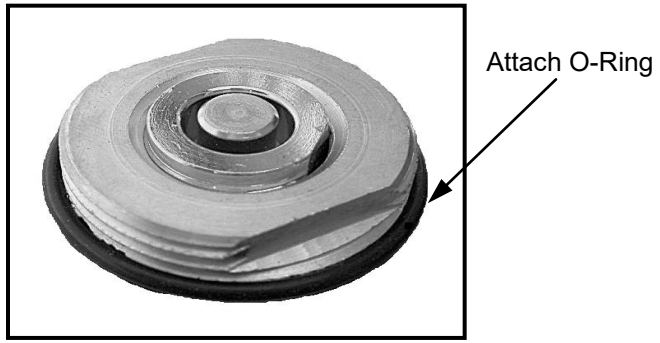

Fig. 2
3. Pre-Installation (Figure 2):
b. Ensure O-ring is properly seated around the NMO Mount as shown in Figure 2. (NMO Mount sold separately.)